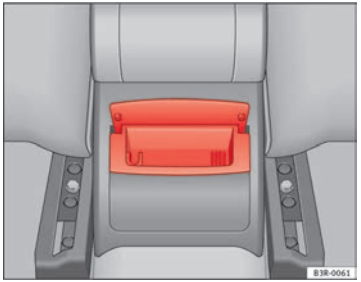

Abb. 121 Aschenbecher hinten
– Fassen Sie das Gehäuse am geöffneten Deckel an ⇒Abb. 121 und ziehen Sie es nach oben heraus.